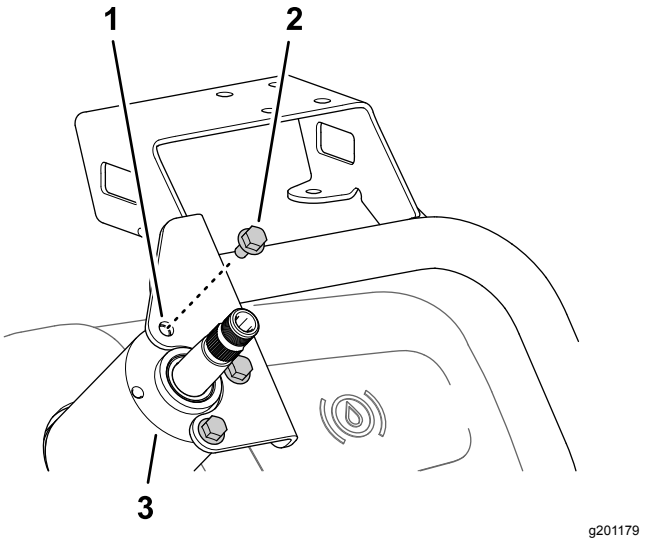

Figur 161
2. Monter monitorfestet til styreventilhuset (Figur 161) med de tre flenshodeboltene (6 x 12 mm).